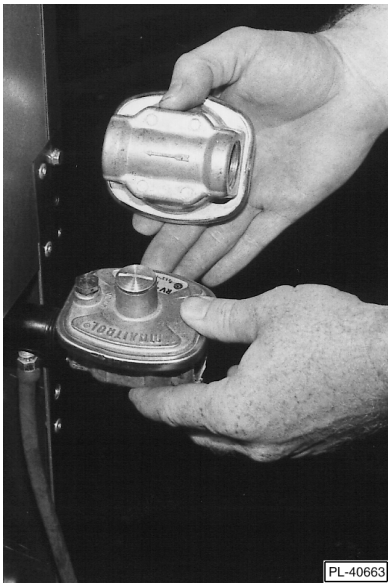

Fig. 10
The arrow on the regulator shows the direction of the gas flow (Fig. 10). The pressure regulator must be mounted horizontally to ensure proper preset outlet pressure. If the regulator is installed in any other position, the outlet pressure must be reset for proper operation.
3. Screw regulator hand-tight onto pipe with regulator arrow pointing towards range body back (Fig. 10).
4. Using pipe wrench, tighten regulator securely in an upright position (Fig. 10).